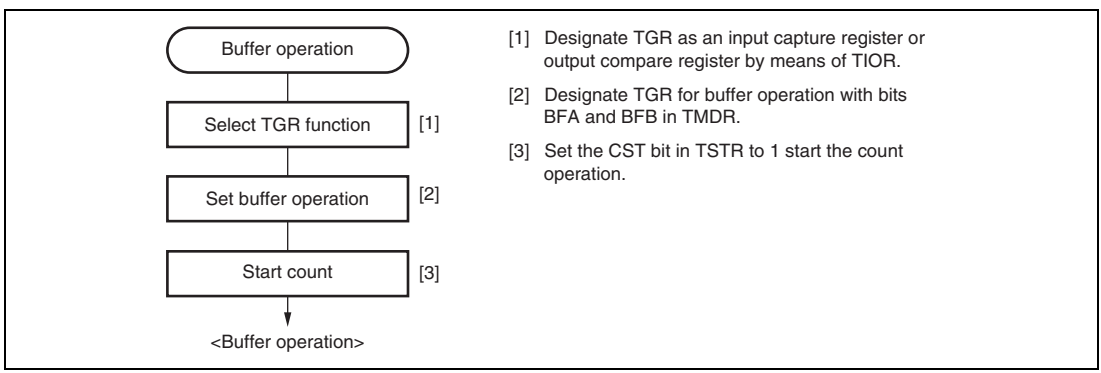

**Figure 10.16 Example of Buffer Operation Setting Procedure**
**Example of Buffer Operation Setting Procedure:** Figure 10.16 shows an example of the buffer operation setting procedure.